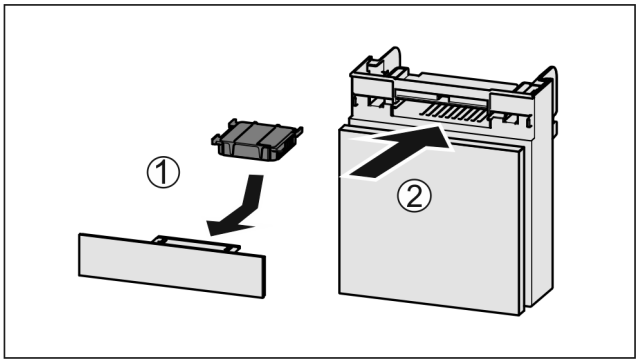

*Fig. 51*
▶ Insert the carbon filter as shown in the diagram *Fig. 51 (1)*.
▶ Push the compartment in *Fig. 51 (2)*.